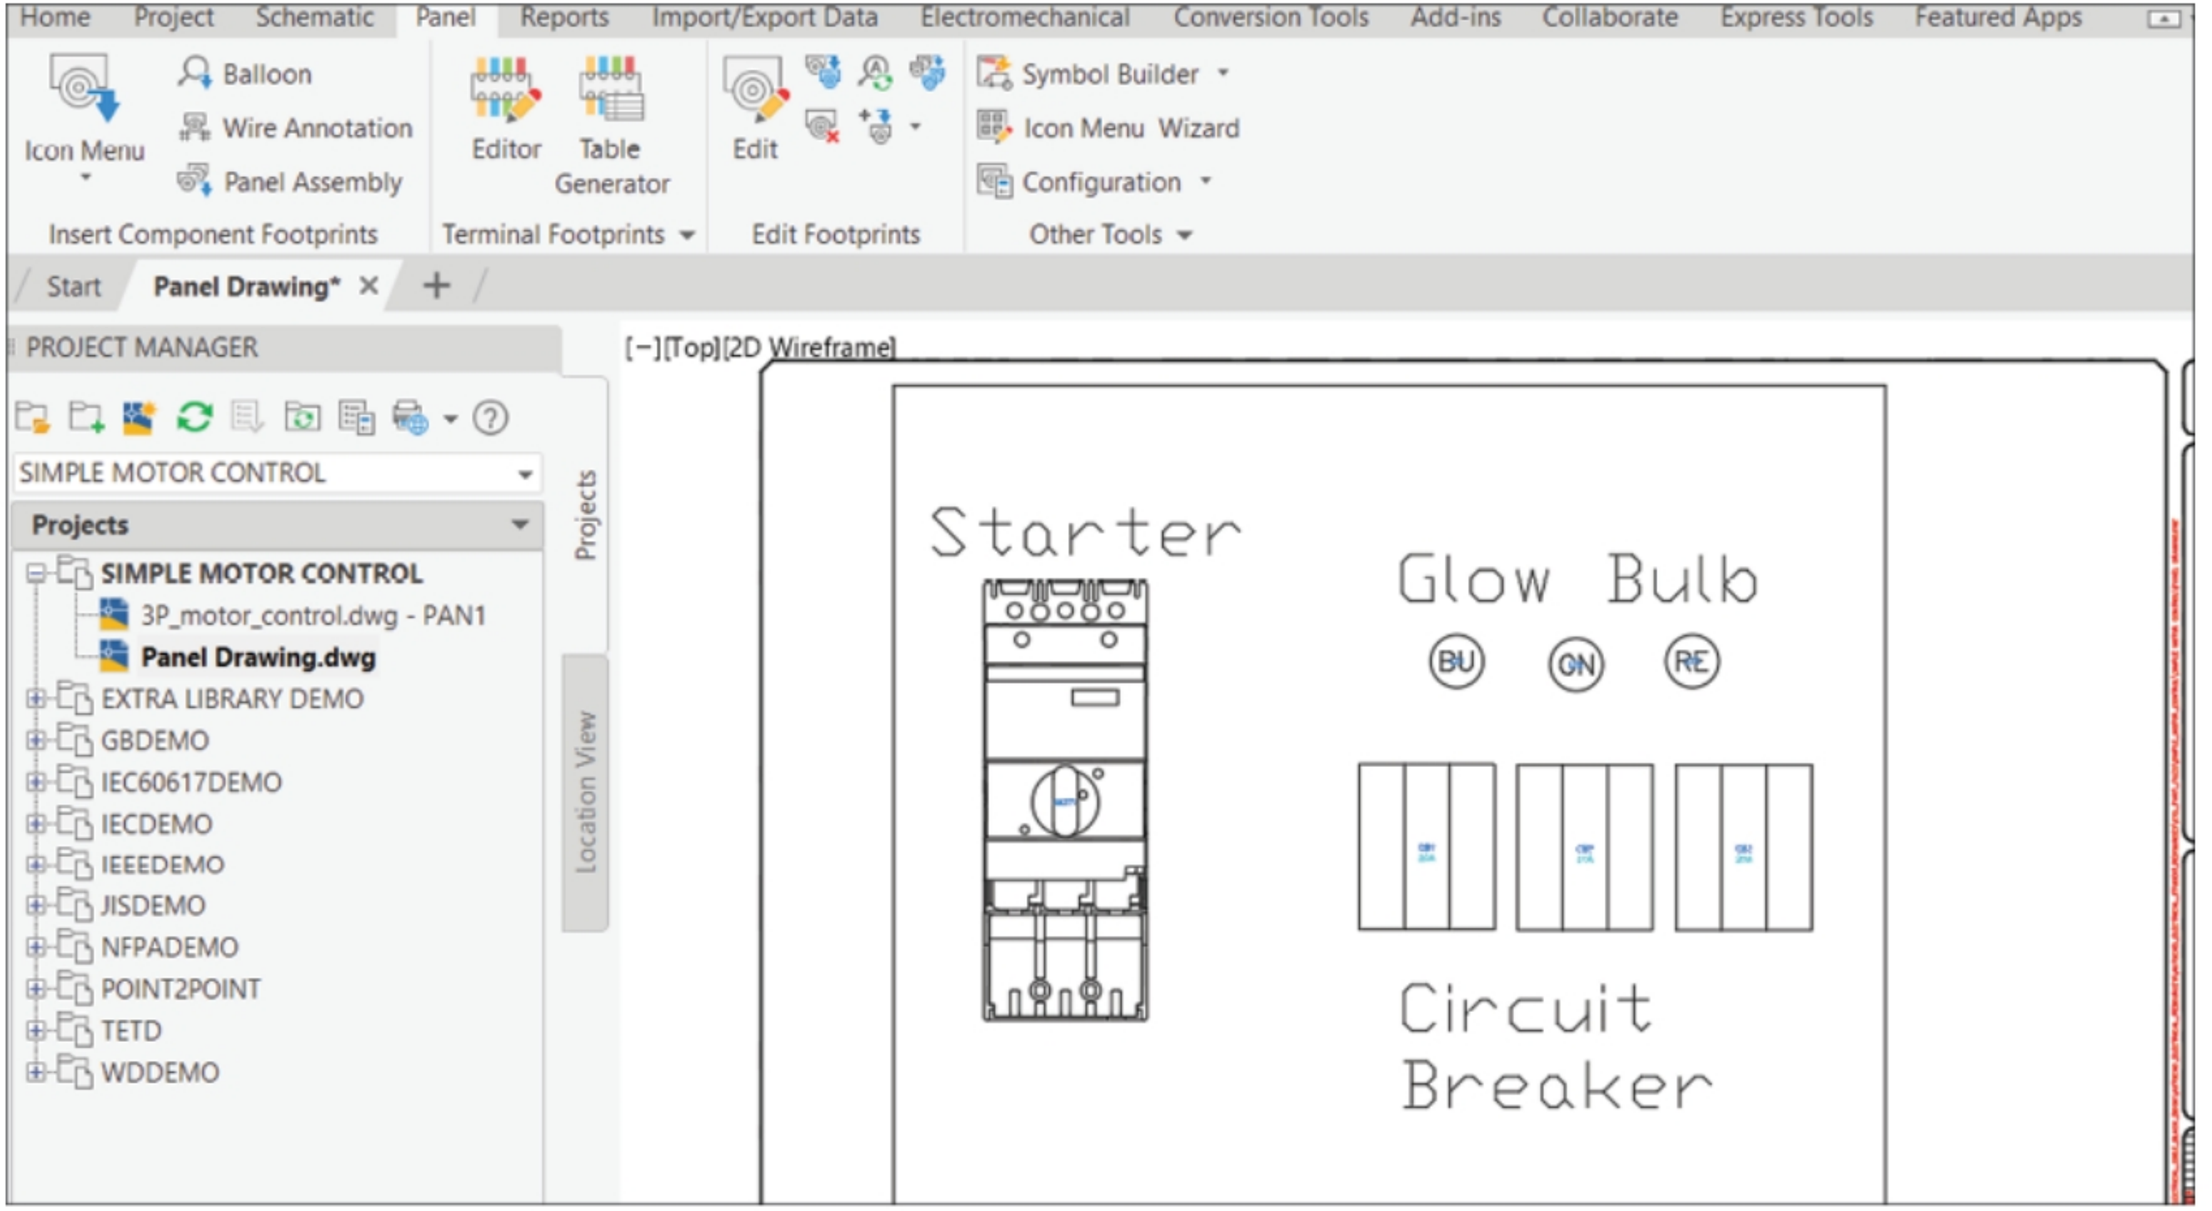

Figure-1. Panel drawing in AutoCAD Electrical
- Open any project that you have created earlier. Now, open the panel drawing for which the 3D model has been created in AutoCAD Electrical; refer to Figure-1.